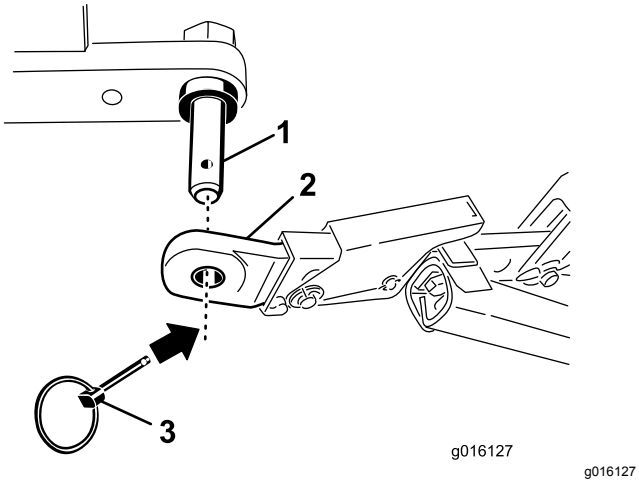

Figur 3
4. Fest nedre leddarmer til luftemaskinens monteringspinner med ringstiftene (Figur 3).